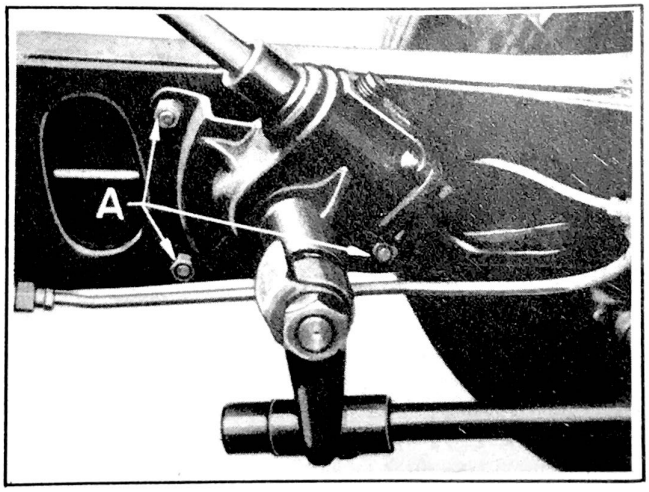

Figure 345 - Steering Gear Mounting
STEERING GEAR ATTACHMENT. The steering gear bolts to the frame side member front reinforcement on the inside of the frame with the gear shaft on which the ball arm assembles pointing to the inside. Three serrated neck bolts (A), Fig. 345, attach the gear to frame.
STEERING GEAR ALIGNMENT. Loosen the frame bracket bolts (A), Fig. 345, just enough to allow the steering gear to shift in the frame so as to line up at an angle determined by the height setting of the steering gear bracket on the instrument board.